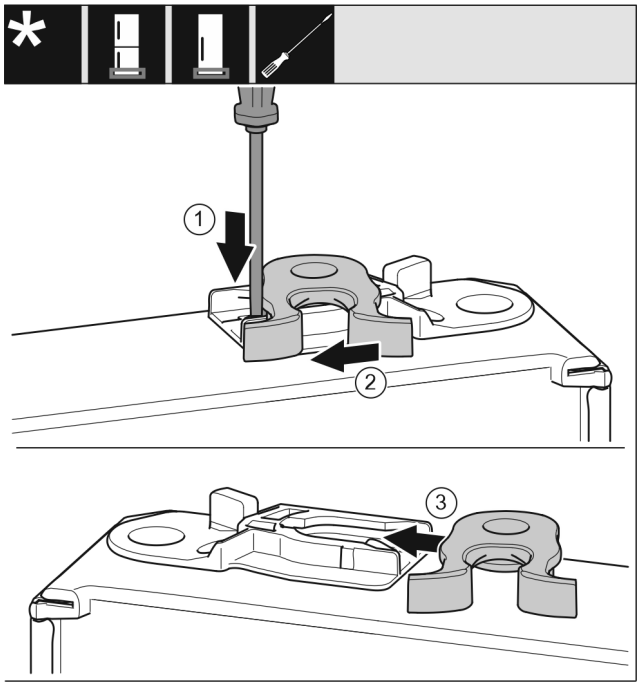

Fig. 20
▶ Use a slotted screwdriver to push the tab *Fig. 20 (1)* downwards.
▶ Pull the closing hook *Fig. 20 (2)* out of the guide.
▶ Insert the closing hook *Fig. 20 (3)* into the guide on the other side.